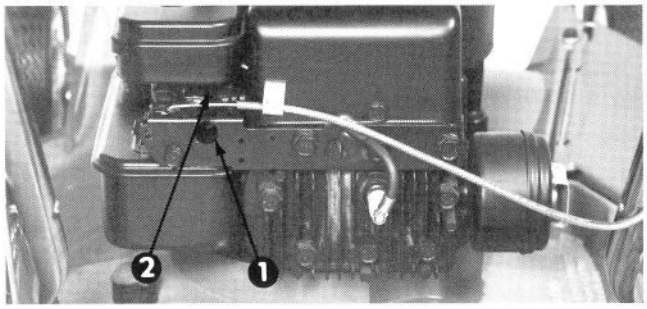

Figure 35
1. Needle Valve (Fig. 35)– Close valve by gently rotating it clockwise.
4. Rotate needle valve (Fig. 35) clockwise, 1/8 turn at a time, until engine starts to lose speed. Let engine react to each 1/8 turn setting.
5. Rotate needle valve (Fig. 35) counterclockwise-out – 1/8 turn at a time, until engine first starts to run rough. Let engine react to each 1/8 turn setting.
6. Rotate needle valve (Fig. 35) clockwise – in – very slowly until engine starts to run smoothly. This setting, under no load, may be slightly rich; however, the slightly rich setting will assure proper operation when engine is under load.
7. Move throttle control backward so engine idles. Rotate idle adjusting screw (Fig. 35) until engine speed is 1750 rpm.